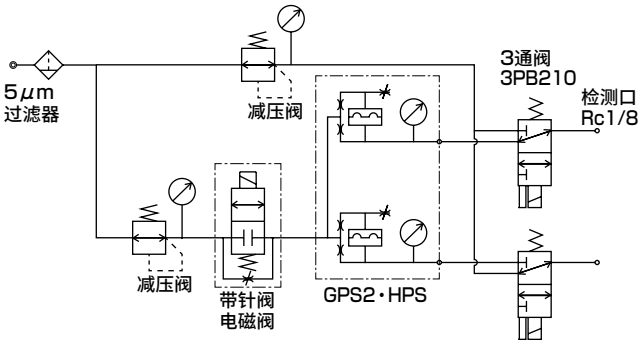
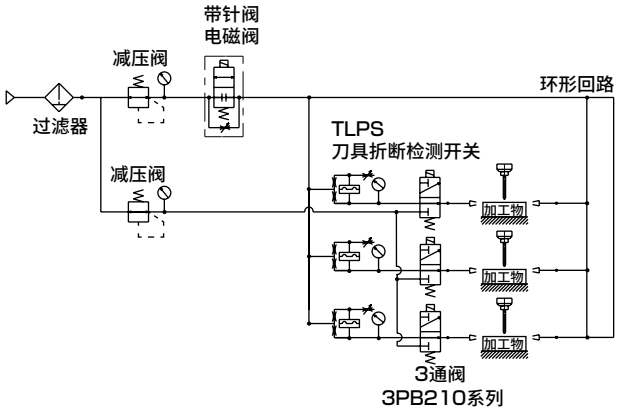

图3　兼具检测和吹气功能的回路
图4　带多个使用的吹气
■切屑、研磨渣等可能会堵塞喷嘴。即使为了吹气而提高供给压力，效果也无法预期。请按下图(GPS2・HPS：图3、TLPS：图4)所示，在受压喷嘴侧安装3通阀。3通阀请使用φ2.5以上的通径。
- 请使用内径φ4、外径φ6的配管。此外，使用3、4、5连时，请注意确保各喷嘴的喷射量尽可能均等。分支方法请按图4所示，本配管选择外径φ8、内径φ6，形成环形回路。